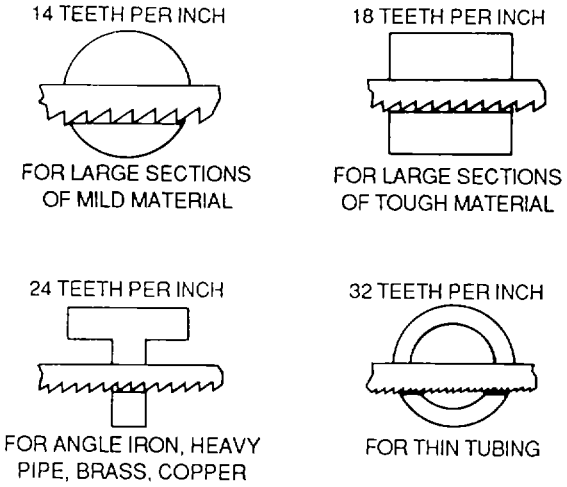

Figure 4-98. Application of Blade Pitch for Certain Materials
(1) Stock thickness. Heavy stock is usually cut with the all-hard blade because it has less tendency to wander. The flexible blade is less likely to break and is used for thin stock.
(2) Stock hardness. Generally speaking, the pitch of the blade depends on the hardness of the stock. Figure 4-98 shows the typical applications for the different saw blade pitches.